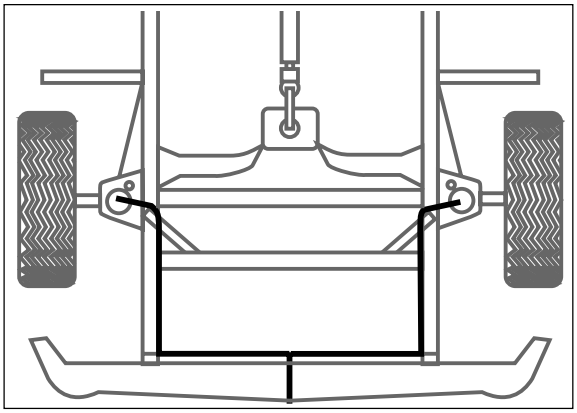

Figure 5
j. Push the remaining air line over the last fitting on tee and route along frame to desired inflation valve location (Figure 5). Attach with plastic straps or wire.